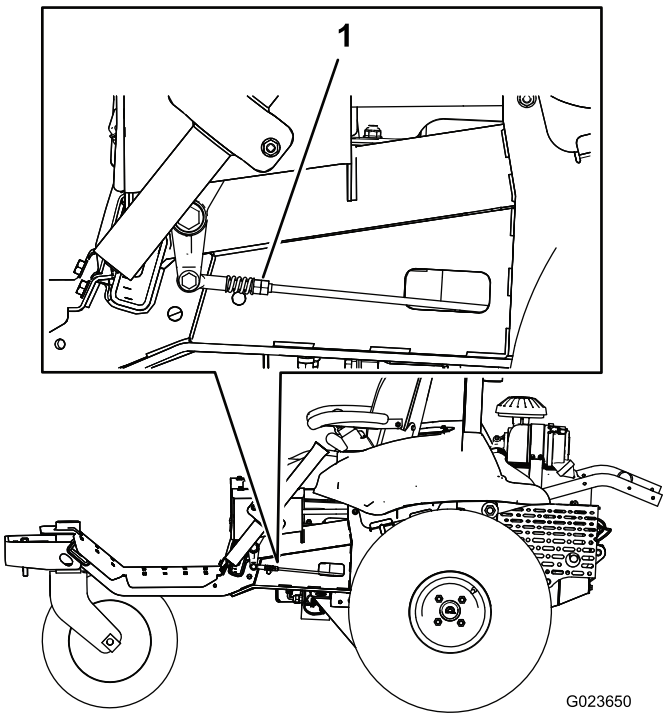

Figur 62
7. Drej langsomt dobbeltmøtrikkerne på forbindelsen på den ene side af maskinen (Figur 62), indtil hjulet på den side begynder at dreje, og drej derefter dobbeltmøtrikkerne i modsat retning, indtil hjulet drejer i den anden retning.